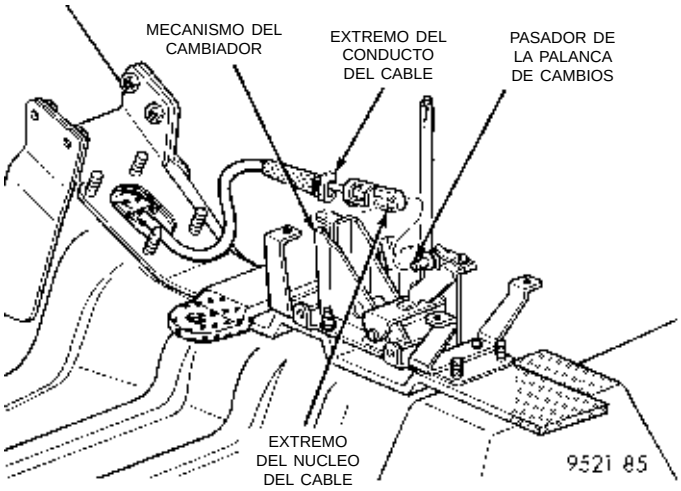

Fig. 10 Cable de cambio de marchas
(12) Empleando una herramienta de palanca de hoja plana, retire del pasador de la palanca de cambios el extremo del núcleo del cable de la palanca (Fig. 10).